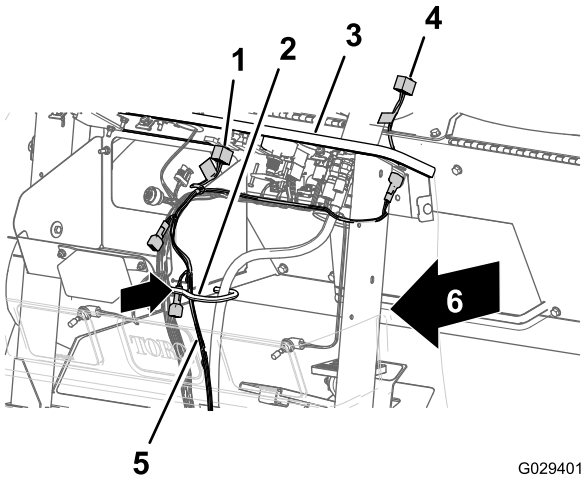

Figur 14
3. Dra kablagets 240 cm långa instrumentbrädsdel genom hylsan vid den främre motorväggens öppning och innanför kabel- och slangkroken (Figur 14).